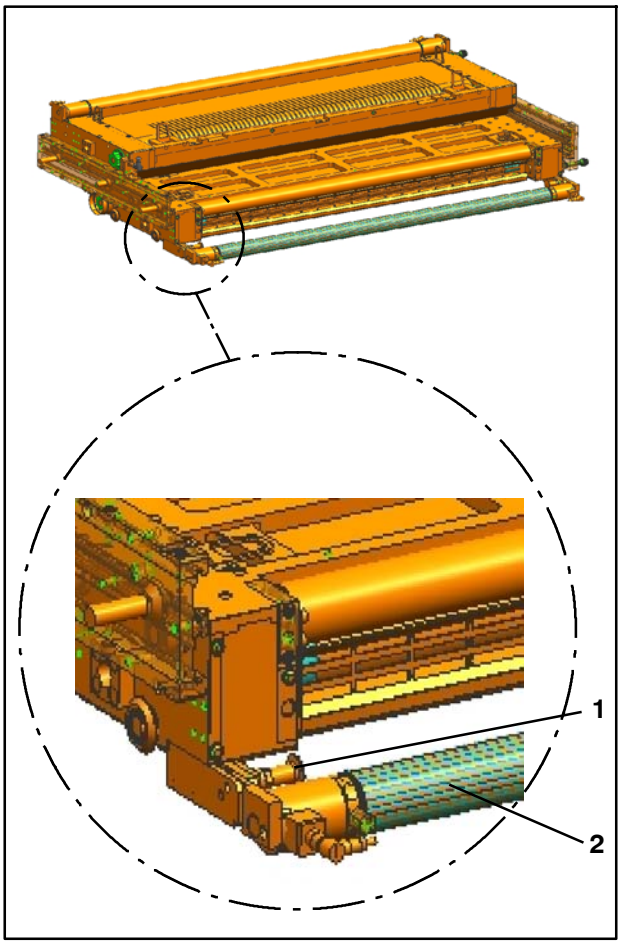

Fig. 78 Cassettes en position de travail, vue du côté enrouleur
5. En fonction de la machine à imprimer, tirer le boulon d'arrêt (Fig. 78/1) côté entraînement et côté service et faire pivoter le rouleau de mesure (Fig. 78/2) vers le haut